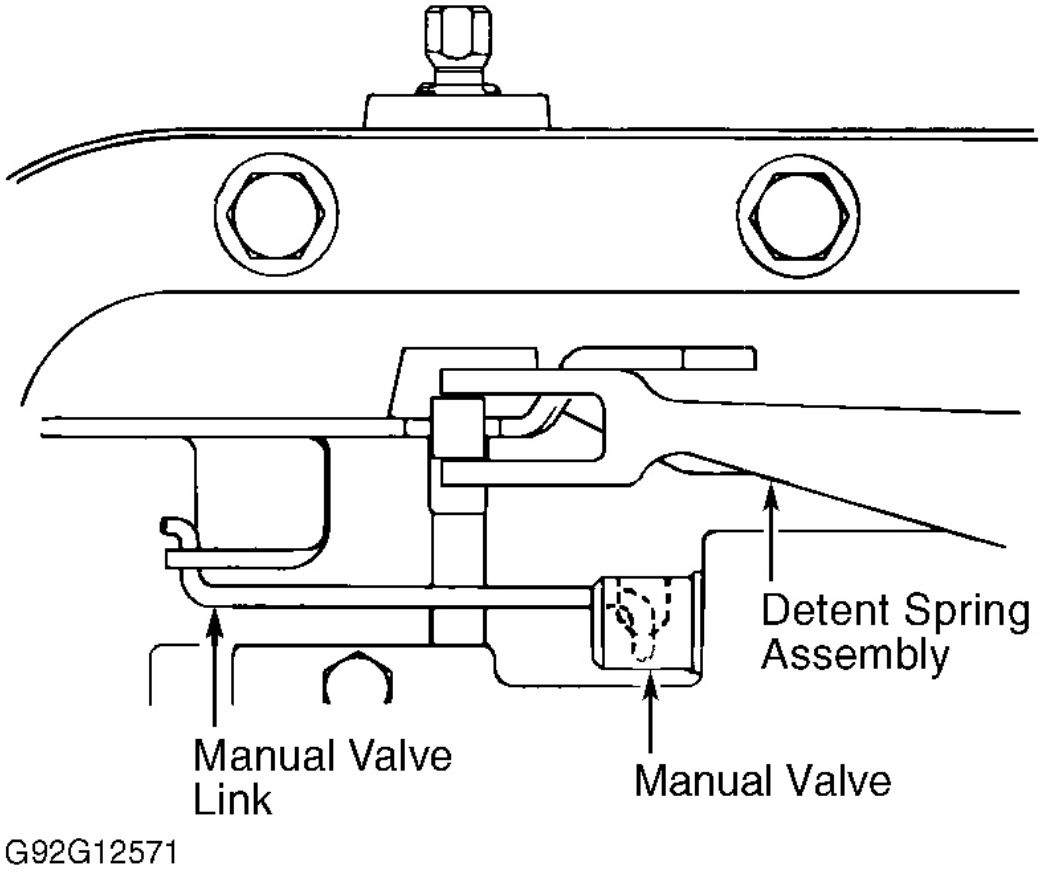
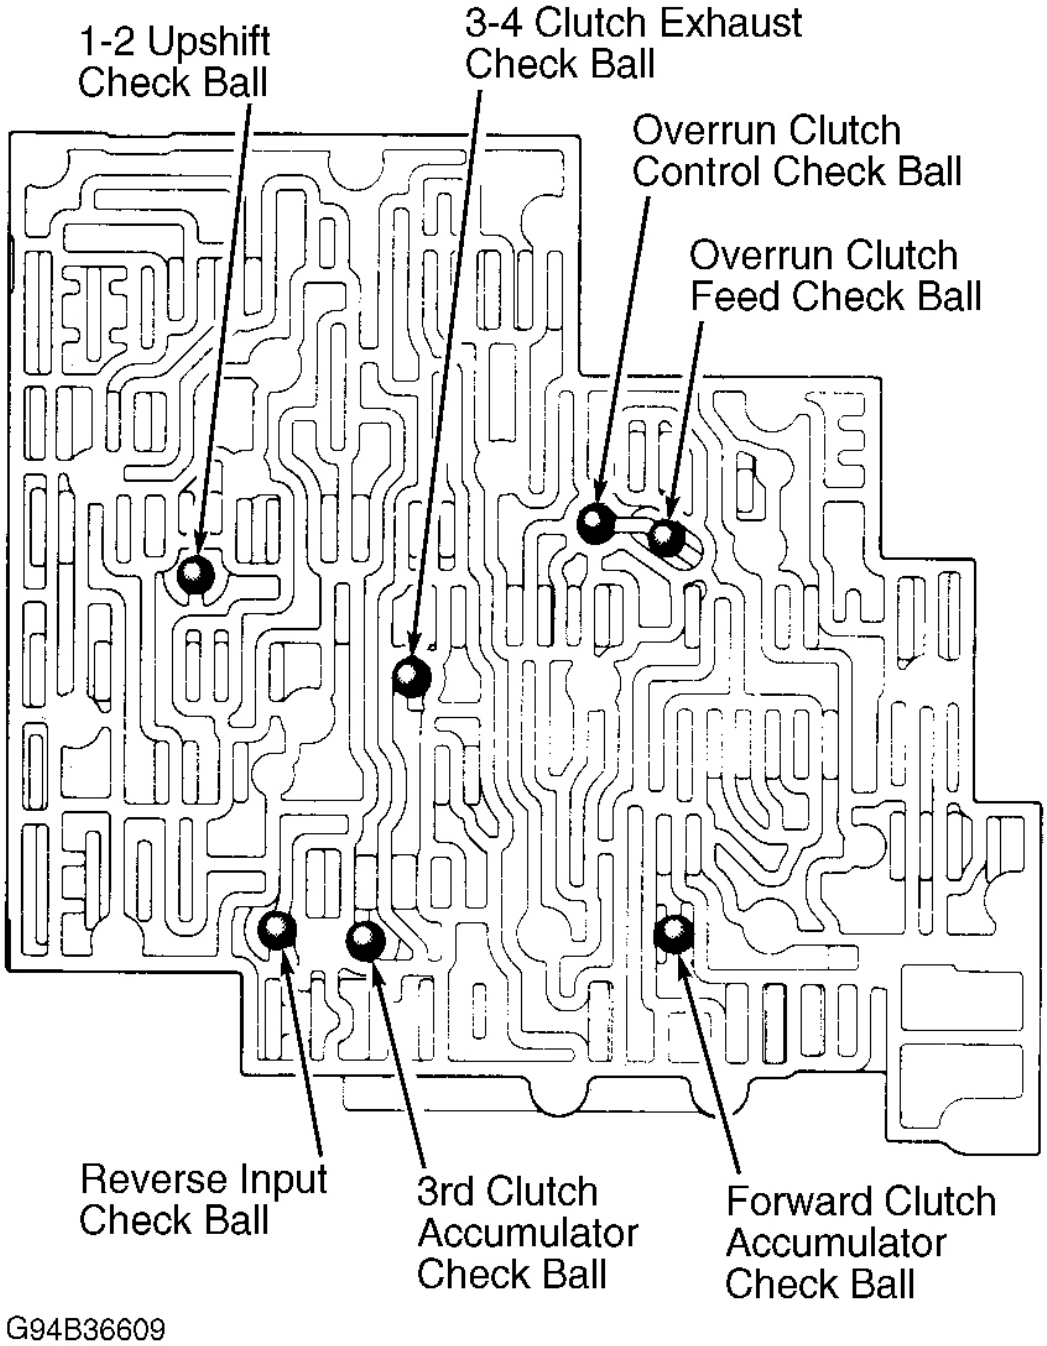

Fig. 15: Installing Manual Valve Link
Fig. 16: Locating Valve Body Check Balls (4L60-E)
3. Note direction of manual valve link. Remove manual valve link from manual valve at valve body. See **Fig. 15** . Remove valve body. Note location of check balls on valve body. See **Fig. 16** .